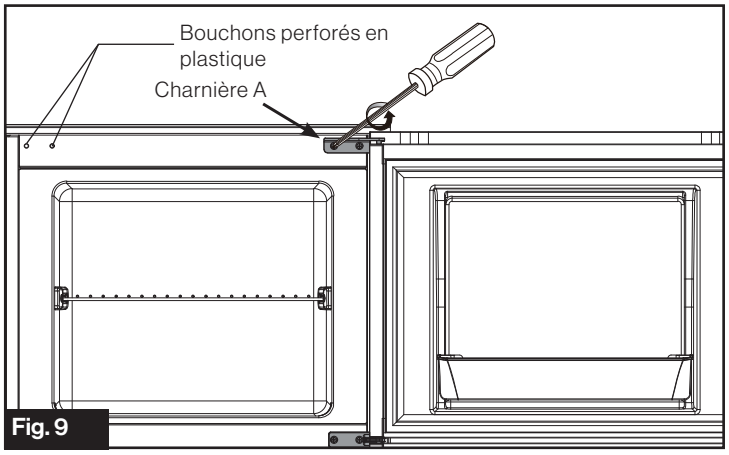

Fig. 9
1. Démontez la porte du congélateur en retirant les vis de fixation de la charnière A. (Fig. 9) Retirez les bouchons en plastique du côté gauche du réfrigérateur, puis mettez-les de côté pour une utilisation ultérieure.